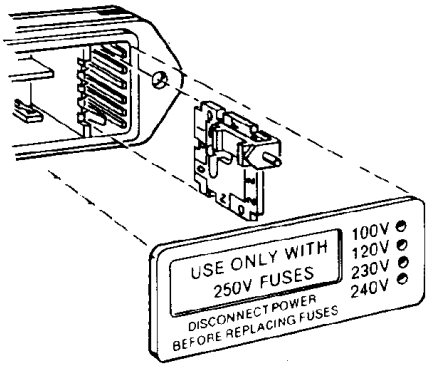

Figura 4. Cambio del voltaje de la fuente principal de alimentación.
- La tarjeta selectora de voltaje es una tarjeta de circuito pequeña equipada con un pasador indicador blanco de plástico, instalado en el lado derecho del módulo de entrada de energía, tal como se muestra en la Figura 4. Tire de la tarjeta selectora de voltaje recto hacia fuera de la carcasa, usando pinzas de punta para sujetar la tarjeta. No utilice el pasador indicador como un asa.